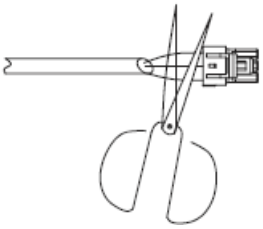

Fig. 15 —Shearing Outdoor Connector
1. Cut the connector on the outdoor unit side as shown in Fig. 15.